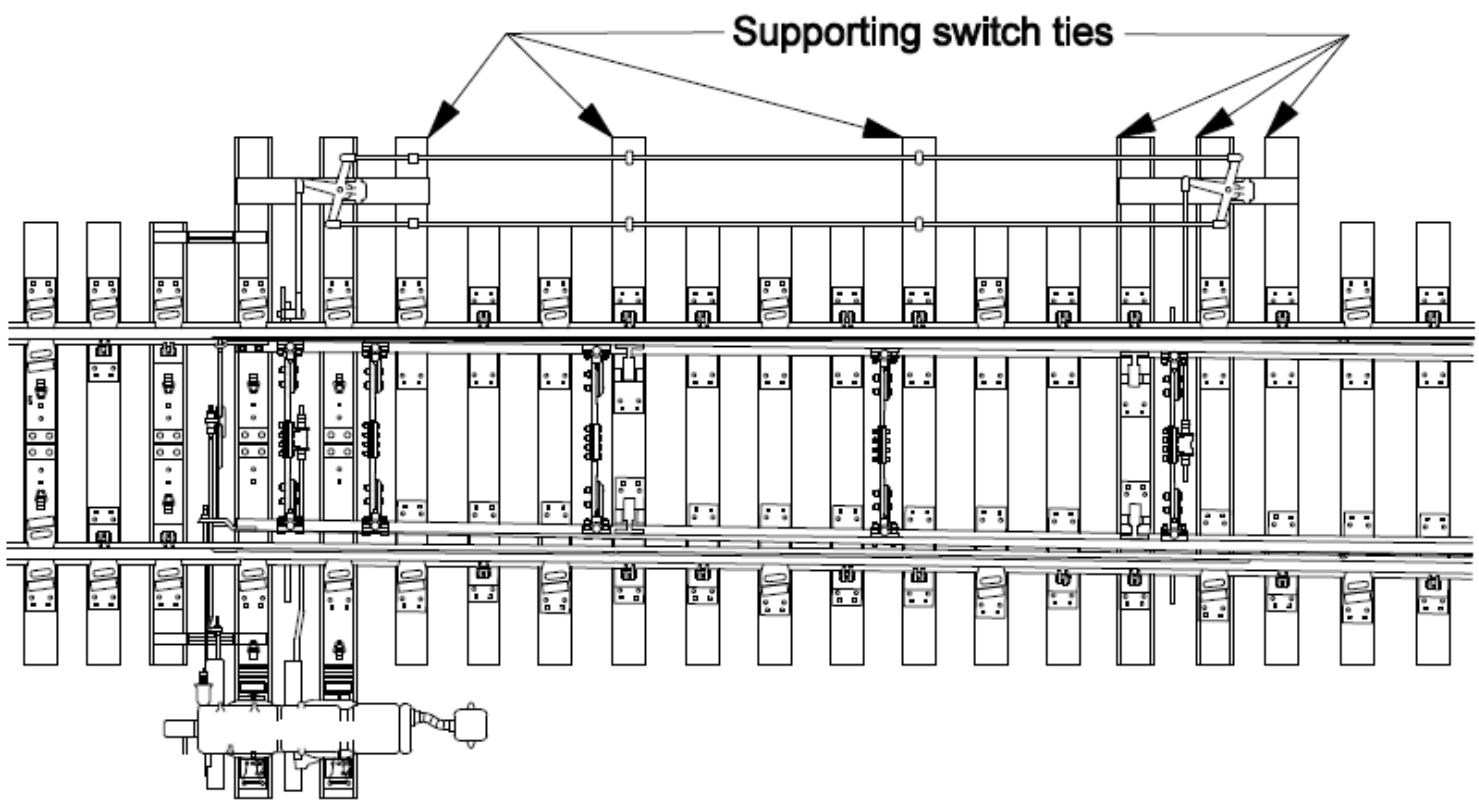

Figure 3-D
3. Use the diagram in Figure 3-D to determine the installation location for helper rod supporting switch ties.